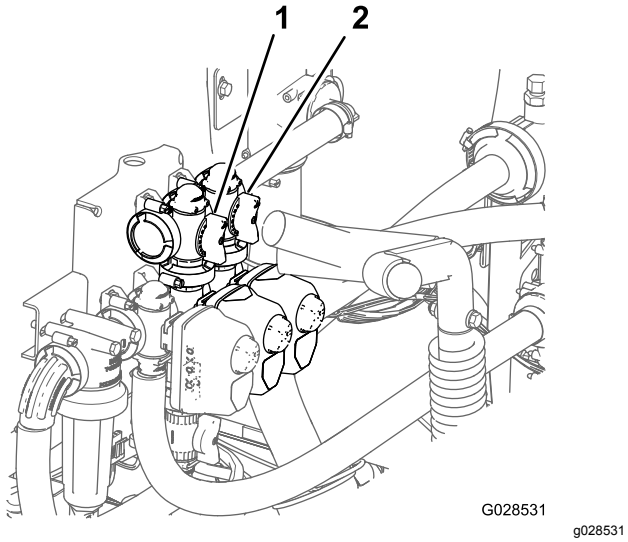

Figur 76
11. Justera omrörningsöverströmningsventilen (Figur 76) på baksidan av omrörningsventilen tills tryckmätaren visar 6,9 bar.
8. Använd handtaget till huvudsprutrampens överströmningsventil för att kontrollera omrörningen i tanken (Figur 76).